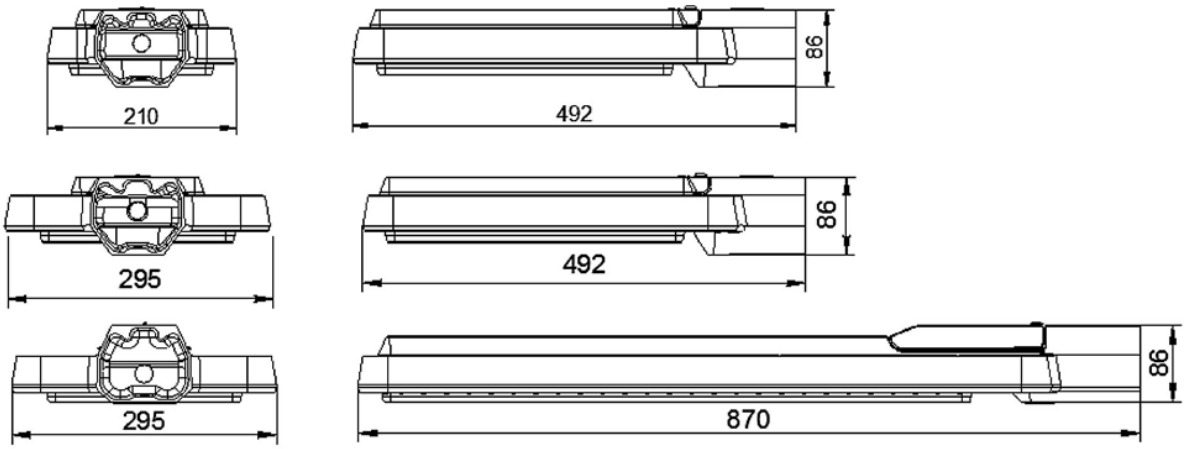

Рис. 1 Габаритные и присоединительные размеры
2.2.1 Общий вид светильников и чертеж с размерами представлены на рис. 1.